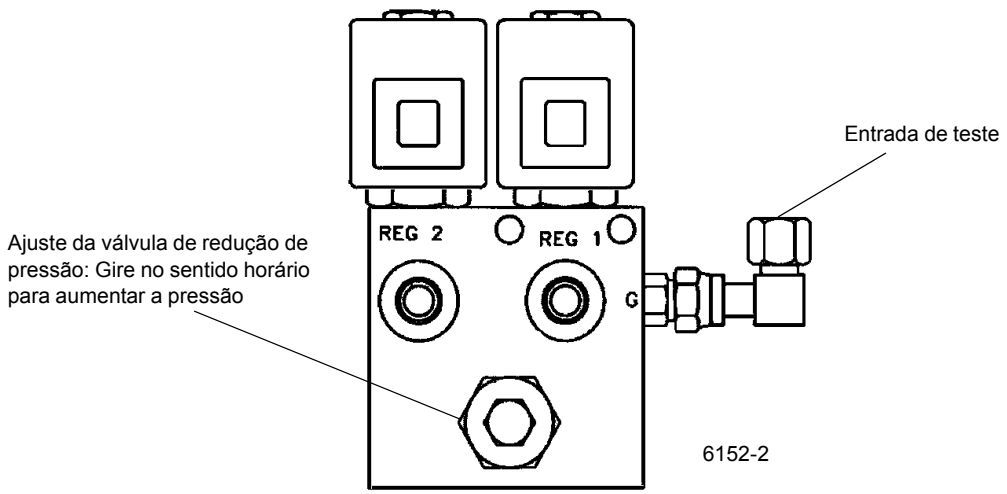

FIGURA 2-9
1. Remova a tampa e instale o manômetro na entrada de teste da válvula do suprimento piloto do freio de giro (Figura 2-9).